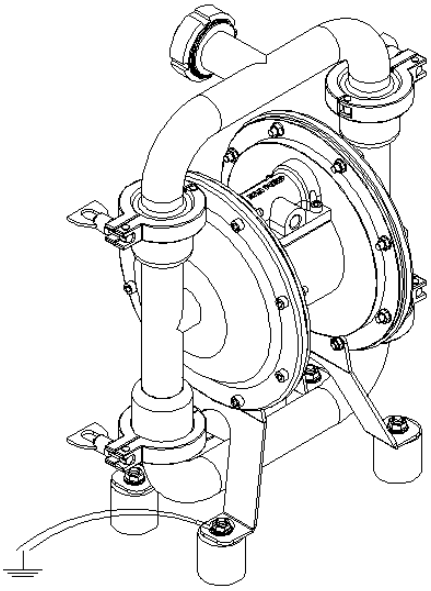

Figure 8- Pump grounding
5.6.1. For the pump: Use a conductor (for grounding) with a cross-section of at least 1.5 mm^2 . Connect the conductor to the pump’s leg as shown on Fig. 8, and the other end to the grounding line.